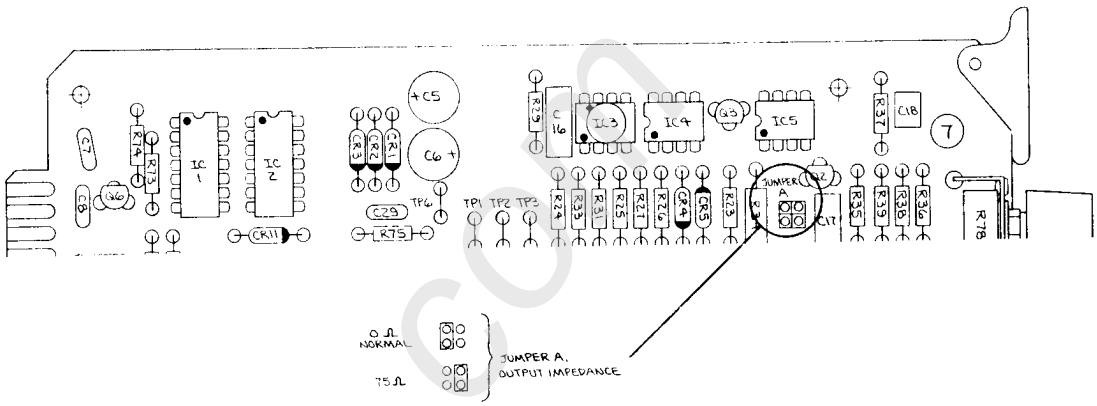

Fig. 3-3: COMPOSITE OUTPUT IMPEDANCE JUMPER
3) **Output Impedance:** The 8182A/SG is shipped from the factory with 0 ohms composite output impedance. Because coaxial cable does not behave as a transmission line at the low frequencies found in the stereo baseband, we recommend operation with 0 ohm output impedance. However, if you wish to strap the unit for 75 ohm output impedance, you may do so by moving Jumper "A" according to Fig. 3-3.